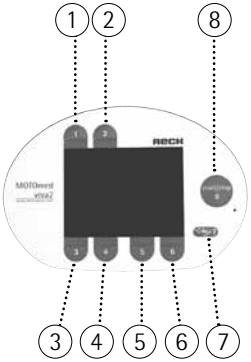
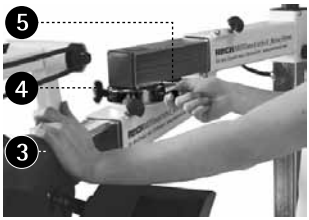
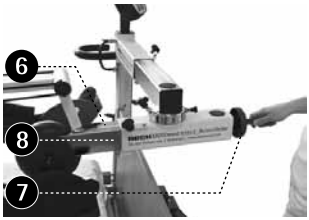

Bild 18
Bild 30
Bild 34
Vrida vevenhet med pedaler (Bild 30): Vrid vevenhet med pedaler ❸ till rätt position innan du kör fram till sängen. Om träningen sker från fotsidan, måste vevenheten vridas i färdriktningen. Om framkörningen sker till högra eller vänstra sidan av sängen, måste vevenheten på motsvarande sätt vridas till höger eller vänster. För att kunna vrida lossar du vingskruven ❹ och drar i låsarmen ❺. Vrid nu vevenheten ❸ i önskad riktning. Låsarmen ❺ haka automatiskt i och vevenheten ❸ är låst. Dra åt vingskruven ❹ igen. Ställ in knäflexionsinställning (manuell) längsgående arm ❻ (Bild 34) med hjälp av inställningshjulet ❼ i start-läge ❽.
Inställning av knäböjning - knäflexionsinställning: Med hjälp av hand-inställningsratten ❼ (Bild 34) kan du ställa in knäböjningen exakt. Vid användning av den elektriska knäflexionsinställningen (o. bild) måste först MOTOmed startas med knappen ③ eller ⑥ (Bild 18) och sedan stoppas med knappen ⑧. Se till att användarens knäled vid träningen (med fotstödets så långt från användaren som möjligt) alltid är lätt böjda.